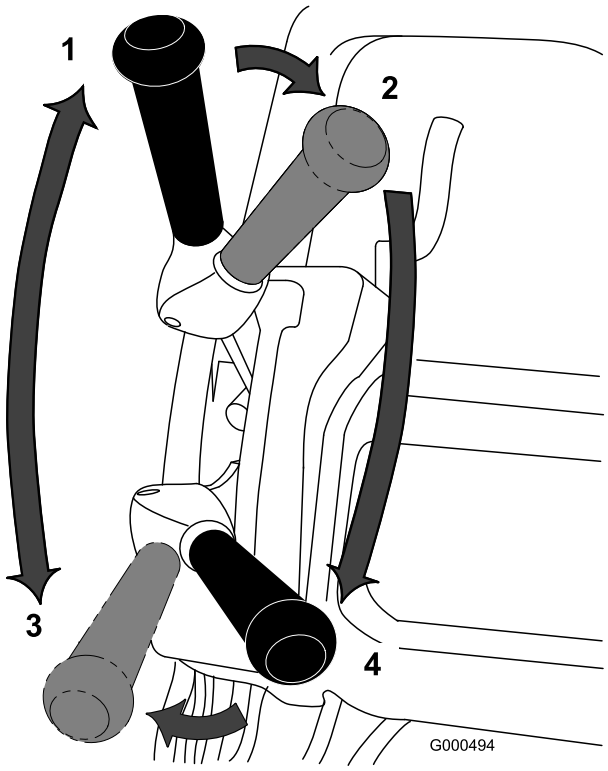

Figur 27
1. Start motoren, sæt gashåndtaget på nedsat hastighed, skub håndtaget ned for at hæve klippeenheden, tryk dødemandsgrebet ned, flyt traktionshåndtaget til indkoblet position, og transporter plæneklipperen til greenens kant (Figur 27).
2. Flyt traktionshåndtaget til udkoblet position, og aktiver knivcylinderdrevhåndtaget (Figur 27).
3. Flyt traktionshåndtaget til indkoblet position, sæt farten op, indtil plæneklipperen kører med den ønskede hastighed, kør plæneklipperen ud på greenen, sænk forenden af plæneklipperen, og start klipningen (Figur 27).